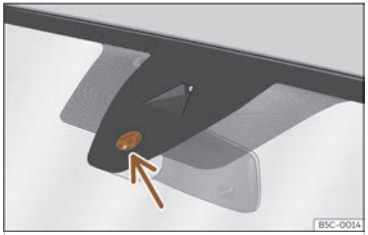

Fig. 113 Sensitive surface of the rain sensor.
The possible causes of anomalies and erroneous interpretations *in the sensitive surface area* ››› Fig. 113 of the rain sensor are, among others:
- **Dirt**: dry dust, wax, coating on glass (Lotus effect) or traces of detergent (car wash) may reduce the effectiveness of the rain sensor or make it react more slowly, later or not at all. Regularly clean the sensitive surface of the rain sensor ››› Fig. 113 (arrow) and check for possible damage to the wiper blades.